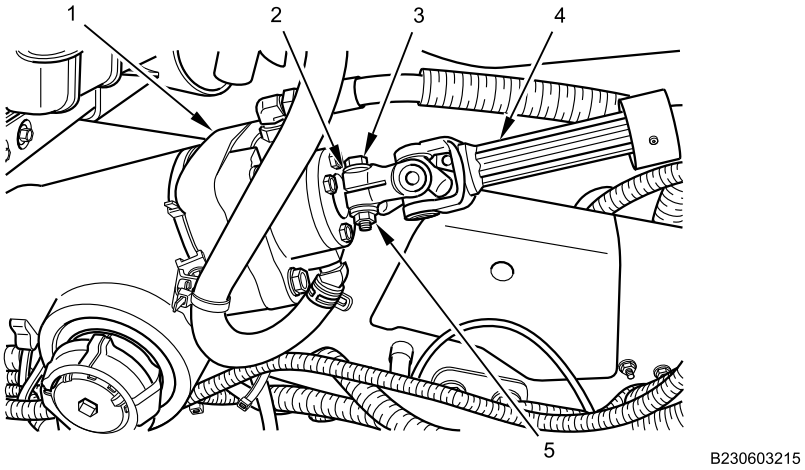

Figure 2. Steering Gear.
3. Remove lower bolt (Figure 2, Item 3), flat washer (Figure 2, Item 2), and locknut (Figure 2, Item 5) from steering gear (Figure 2, Item 4). Discard locknut and bolt.
4. Slide steering shaft (Figure 2, Item 4) off splined shaft of steering gear (Figure 2, Item 1).